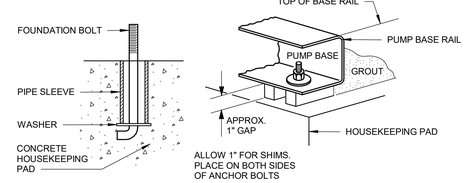

FIGURE 1 FIGURE 2
1. INSTALL FOUNDATION BOLTS IN NEW CONCRETE HOUSEKEEPING PAD (SEE FIGURE 1).